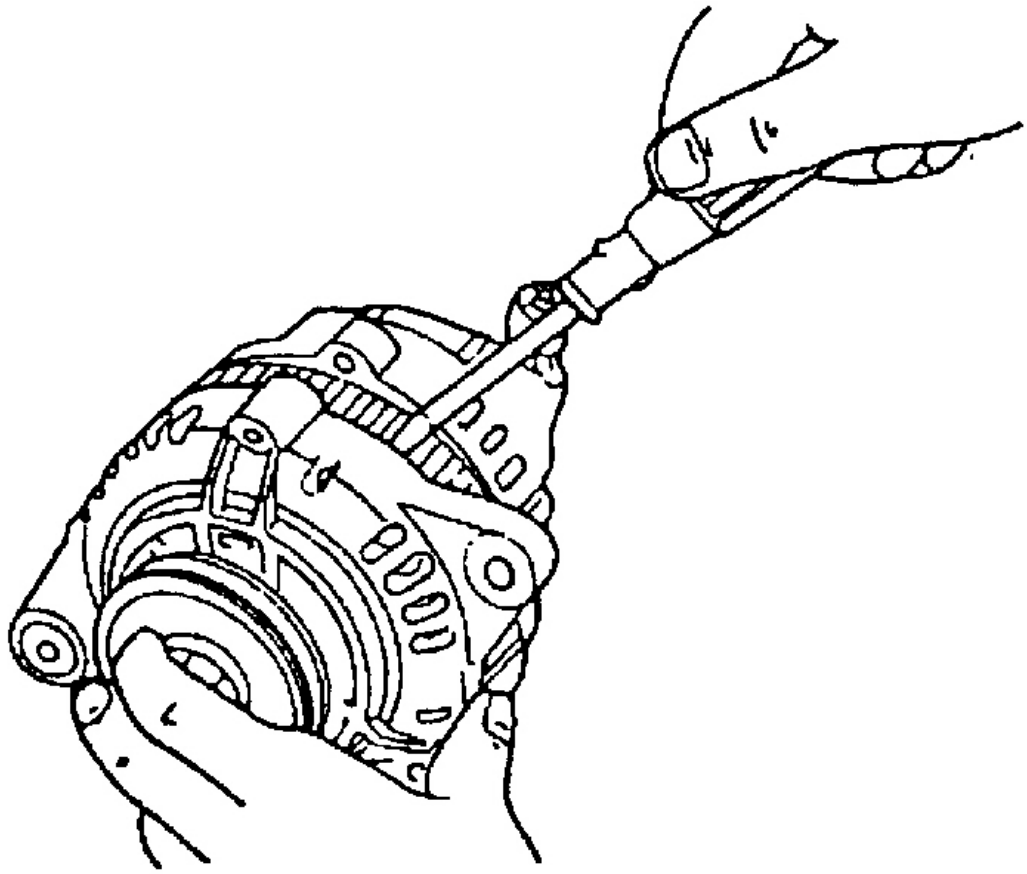

Fig. 9: Retire frontal de la carcasa del estator
3. Utilice un destornillador de punta plana para separar la carcasa frontal del estator. Ver **Fig. 9** .